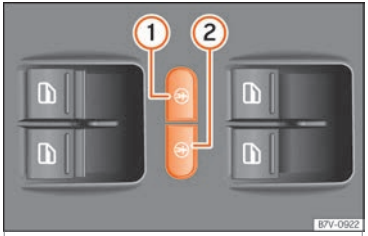

Fig. 138 On the driver door: electronic child-proof lock.
The electric child safety lock avoids opening and locking of the sliding door and its electric windows from the inside so that children cannot accidentally open the door while the vehicle is being driven. Using the left-hand ››› Fig. 138 ① or right-hand side ② button, the childproof lock is activated on the left- or right-hand side respectively.
Activate:	Press the button ››› Fig. 138 ① or ②.